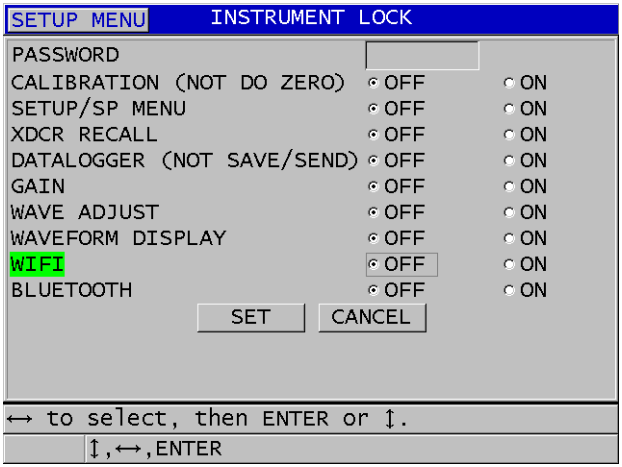

Rysunek 8-9 Ekran INSTRUMENT LOCK (Blokada przyrządu)
3. Na ekranie **INSTRUMENT LOCK** (Blokada przyrządu) (patrz Rysunek 8-9 na stronie 153):